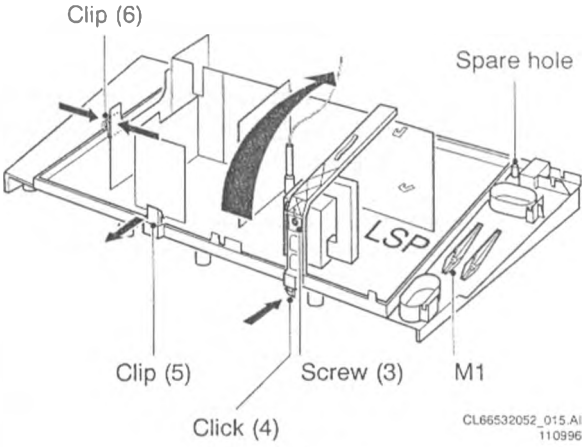

Abb. 4.3
Bestückungsseite der Großsignalplatine (GSP) (Abbildung 4.3)
1. Den Service-Pin (mit der Kennzeichnung M1 - siehe Abbildung 4.3) aus der Position an der rechten Seite der Bodenplatte herausbrechen.